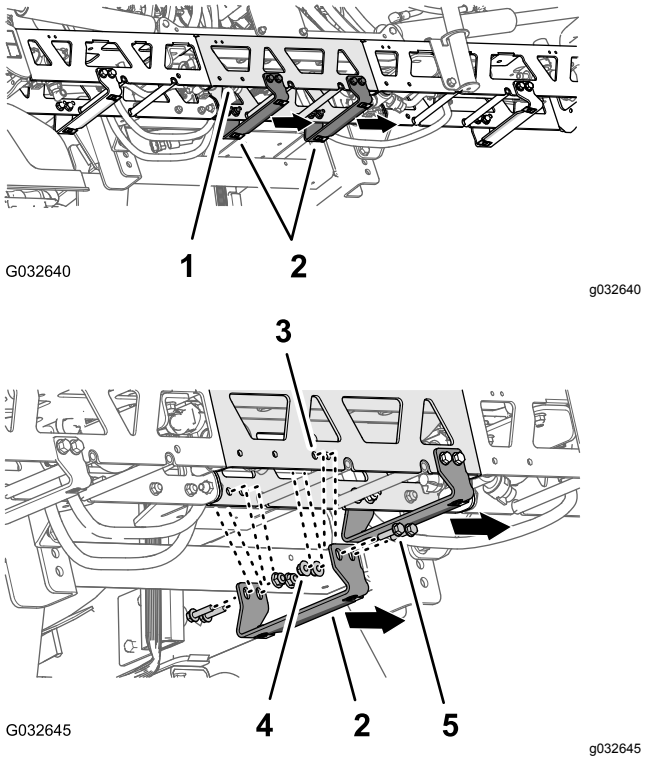

Figur 184
2. Leta rätt på de två hålparen på den lodräta sidan av fackverksramen med 25 mm hålavstånd på förlängningen för centersprutrampssektionen (Figur 184).
3. Rikta in hålen i ett stödfäste (Toro-artikelnr 131-3703-03) med hålen i förlängningen för centersprutrampssektionen som du identifierade i steg 2 med den breda flänsen på fästet till vänster. Se Figur 184.
4. Montera stödfästet på fackverksramen (Figur 184) med fyra flänsskruvar (3/8 x 1 1/4 tum – Toro-artikelnr 110-5050) och fyra flänslåsmuttrar (3/8 tum – Toro-artikelnr 104-8301).